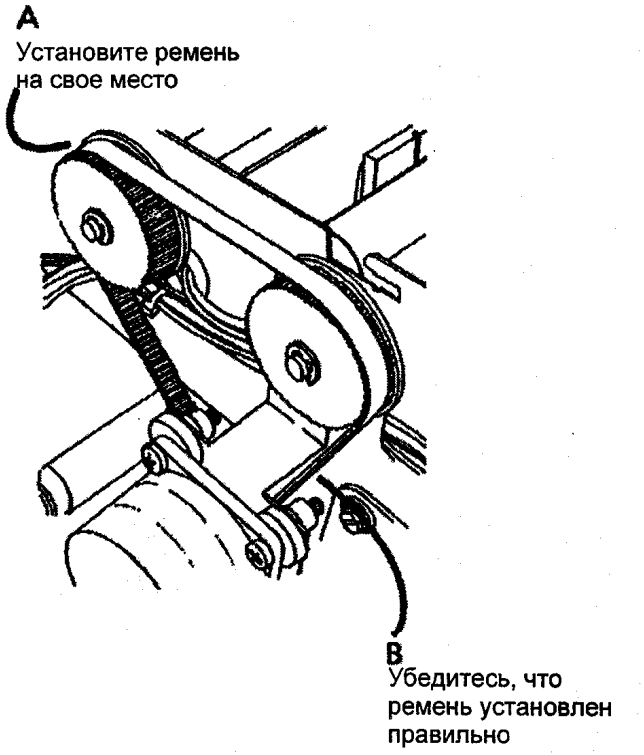

Рис. 4 Установка ремня на свое место
2. (РИС. 4): УСТАНОВИТЕ НА СВОЕ МЕСТО РЕМЕНЬ.